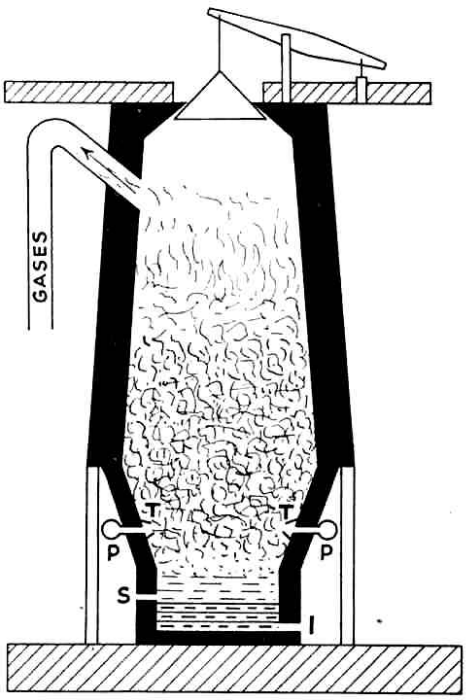

Fig. 1. Diagram of Blast Furnace
The accompanying diagram (Fig. 1) gives a good idea of the construction of a typical blast furnace. The circular shaft, shaped as shown, is lined with firebrick which will stand an enormous amount of heat. The top of the shaft is closed by a conical stopper called the "bell." This stopper may be lowered to allow a charge of iron ore, limestone or coke fuel to be shot into the furnace. The blast pipe (P) which runs round the hearth is also shown, together with two of the nozzles called "tuyères" (pronounced "twyers") by which the blast is conveyed to the interior of the furnace. These tuyères have to withstand a terrific heat, and to prevent them from melting they are surrounded by pipes through which cold water constantly circulates, or water-jacketed as it is called. The diagram also shows the two openings (S) and (I) through which the slag and the molten iron respectively are drawn off. Finally, there is an opening near the top of the shaft to lead off the hot gases produced.